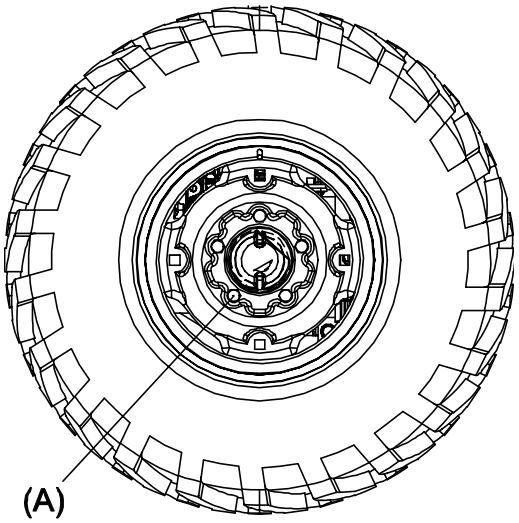

Fig. 2
2. Loosen the five (5) 7/16 - 20 UNF wheel bolts **(Fig. 2, (A))**.